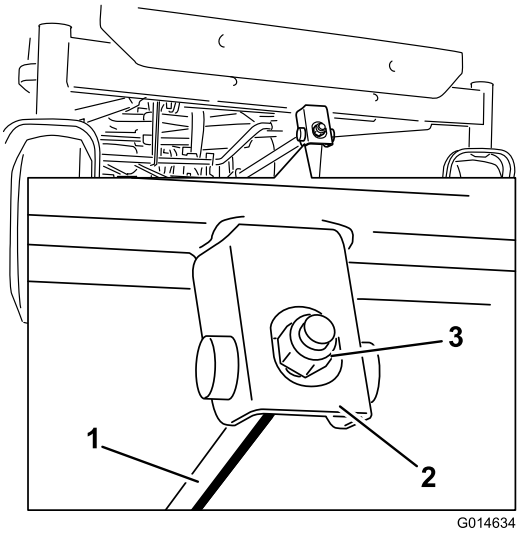

Figuur 62
6. Om de schuinstand in te stellen, moet u de stelmoer op de voorkant van het maaidek draaien (Figuur 62).